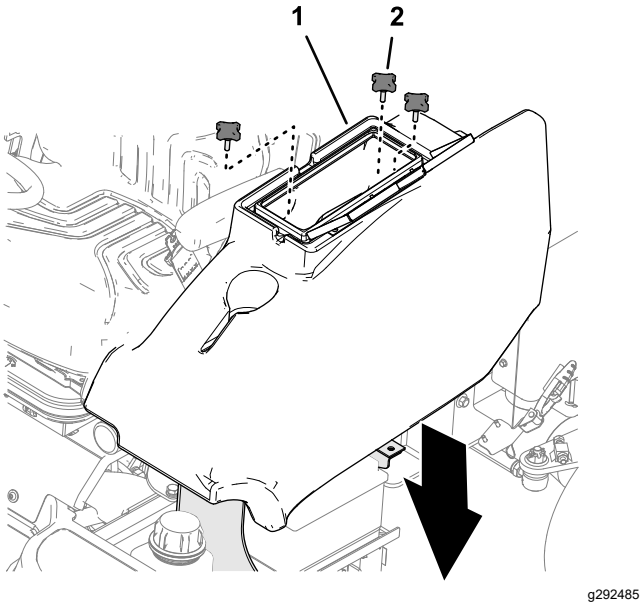

Figur 54
2. Monter opbevaringsrummet på maskinen med de 3 greb (Figur 54)